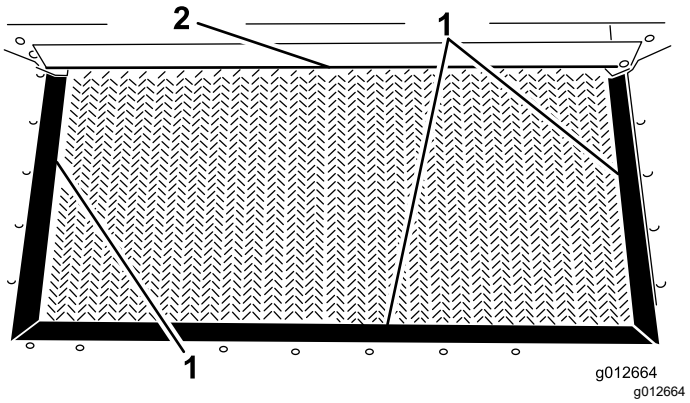

Figur 27
3. Inspektera trågets tätningar och grindkanten så att kanterna inte är slitna eller trasiga (Figur 27).